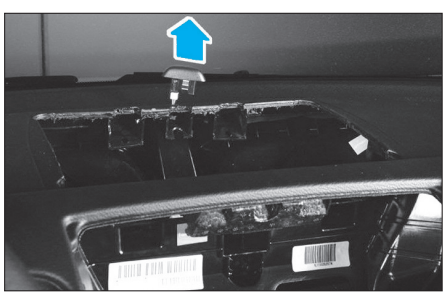

Fig. 41
• Dégrafer le capteur d'ensoleillement puis le débrancher **(Fig.41)**.